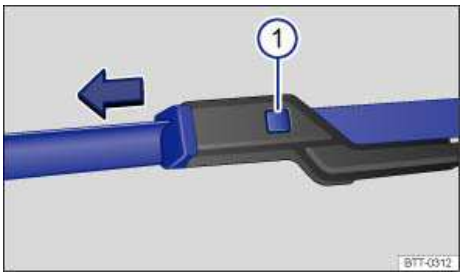

Fig. 155 Changing the windshield wiper blades.
- Press and hold the release button ⇒ fig. 155 (1).